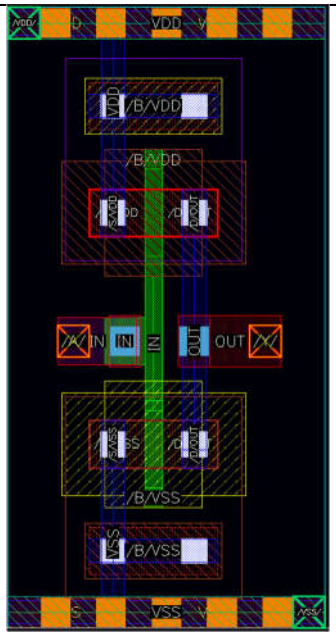

Figure 1: The complete layout of a CMOS inverter ***with 1 finger***
- Your report should include images of the final layout (e.g., Figure 1) and the DRC/LVS reports.